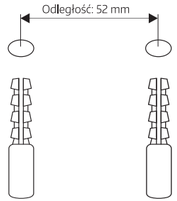

Rys. 2.
1. wywiercić w ścianie dwa otwory ∅ 5,0 mm, rozstaw miedzy środkami otworów powinien wynosić 60 mm (Rys. 2),